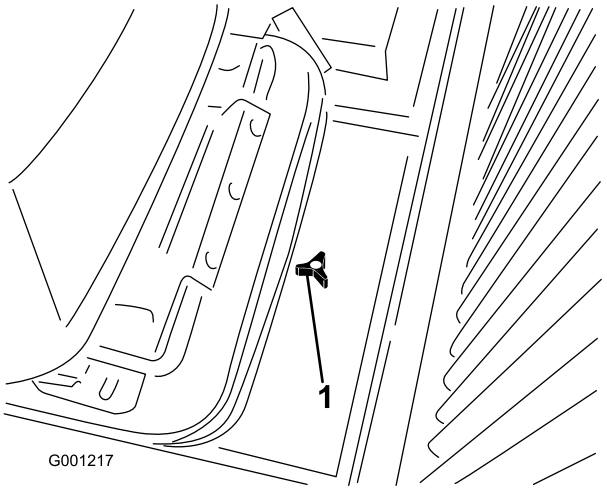

**Figuur 32**
1. Draai de knop los en verwijder het inspectieluik op de achterkant van de bevestigingsplaat van de stoel (Figuur 32).